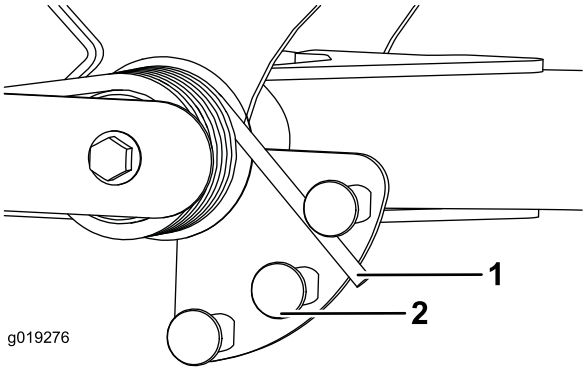

**Figura 35**
2. Coloque un tubo u otro objeto similar sobre el extremo largo del muelle y gírelo alrededor del actuador del muelle a la posición deseada (Figura 35).